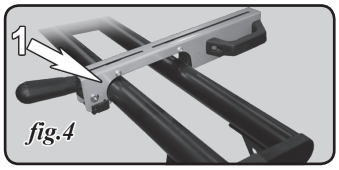

fig.4
4. Hook the front side first (fig.4).